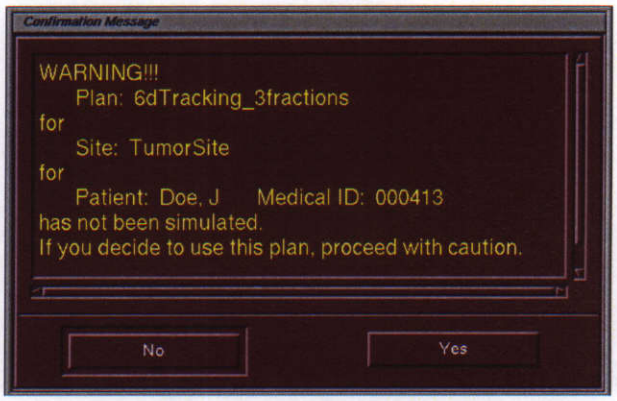

**Figure 12 Simulation Warning Message During Prescription**
**Step 2.** Click **OK**. If the plan has not been simulated, a Warning message (*Figure 12 Simulation Warning Message During Prescription, page 9*) is shown.